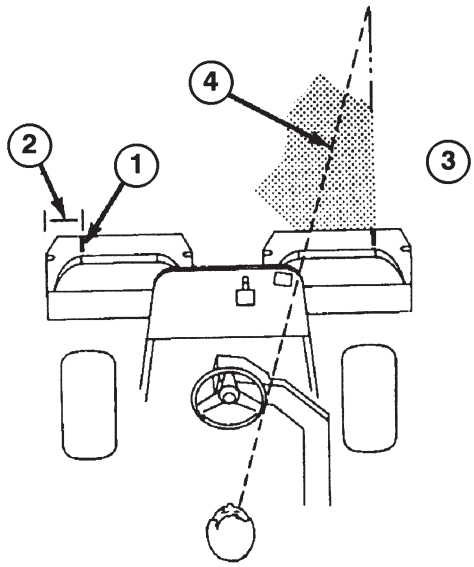

Afbeelding 13
2. Maak een lijn met behulp van een stuk witte plakband of verf op beide grasmanden, waardoor de buitenkant van beide grasmanden met elkaar uitgelijnd worden (Afb. 13).